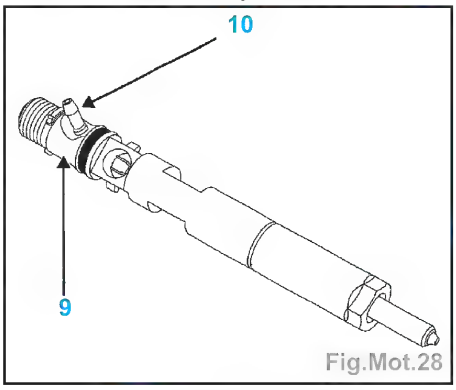

Fig.Mot.28
• la goulotte (7) située sur la rampe de carburant,
- Débrancher le connecteur du capteur de pression de rampe (8).
Attention : • lors du desserrage des tuyaux haute pression, il est impératif de maintenir le raccord intermédiaire (9) de l'injecteur (Fig.Mot.28).
• ne pas endommager la canule (10) de retour de fuite de l'injecteur.
Attention : • lors du serrage des tuyaux haute pression, il est impératif de maintenir le raccord intermédiaire (10) de l'injecteur (Fig.Mot.28).